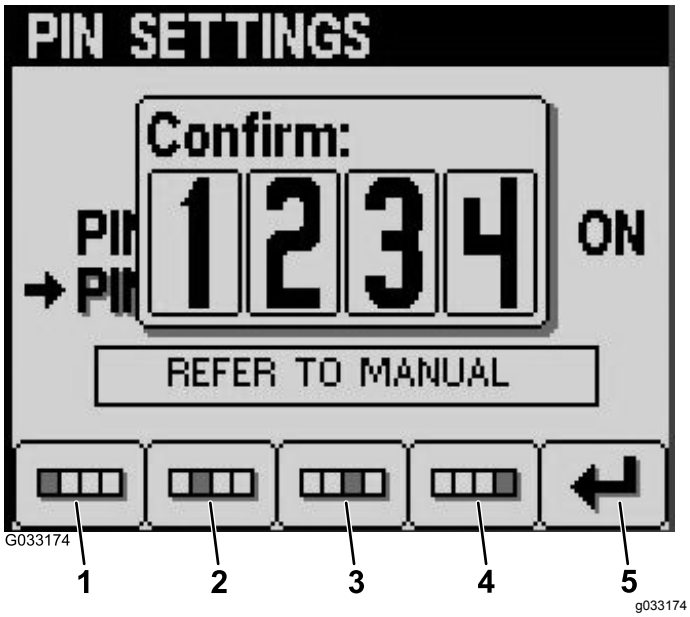

Figur 26
8. Bekræft din nye pinkode vha. knapperne 1 til 4 og tryk på knap 5, når du har gennemført indtastningen af pinkoden (Figur 26).